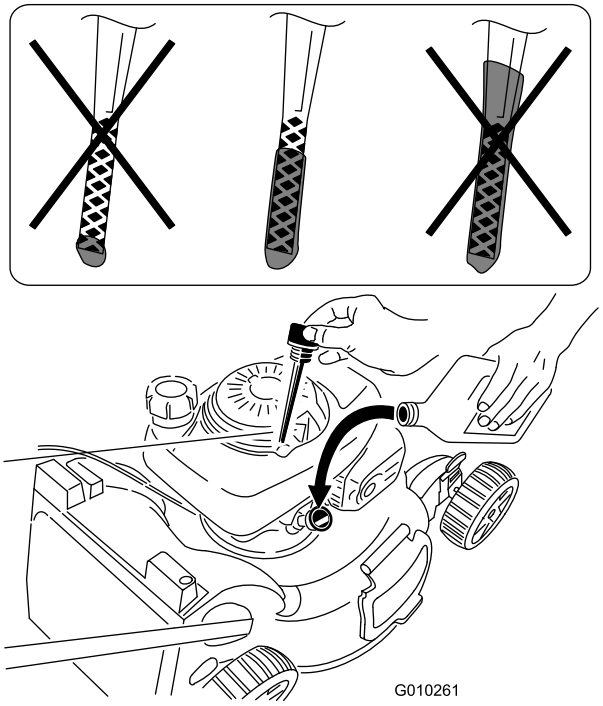

Figuur 16
- Als het oliepeil te laag is, moet u traag een kleine hoeveelheid olie in de vulbuis gieten, 3 minuten wachten en vervolgens stappen 3 tot 5 herhalen totdat de olie het juiste peil heeft bereikt; zie Figuur 16.
- Als het oliepeil te hoog is, tapt u de overtollige olie af tot het juiste oliepeil is bereikt; zie Figuur 16. Voor het aftappen van overtollige olie, zie Motorolie verversen (bladz. 18).
2. Verwijder de peilstok (Figuur 16).
5. Haal de peilstok eruit en controleer het oliepeil; zie Figuur 16.